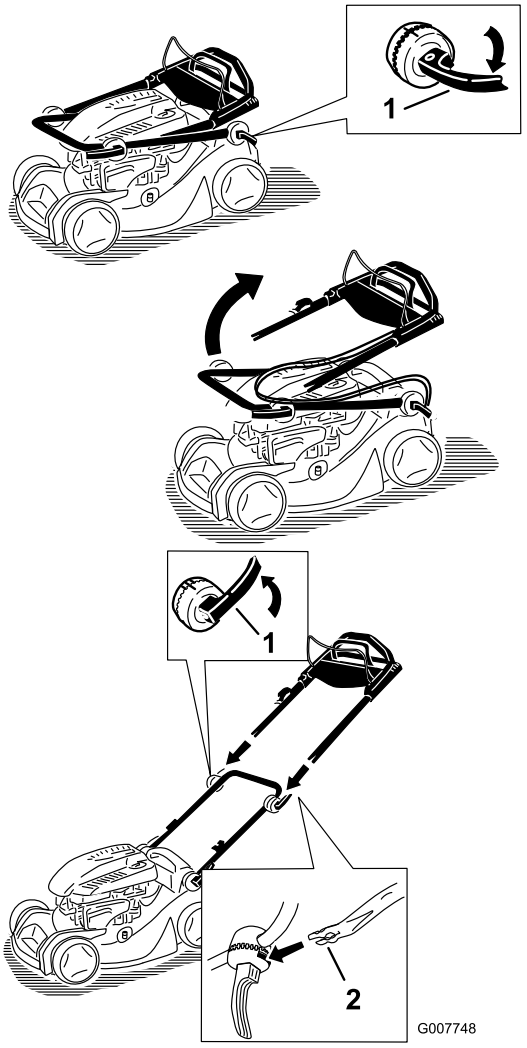

Figuur 3
1. Maak de vergrendelingen van de handgreep los, zet de delen van de handgreep in de bedrijfsstand, bevestig het bovenste deel van de handgreep aan het onderste deel van de handgreep en vergrendel de handgreep (Figuur 3).